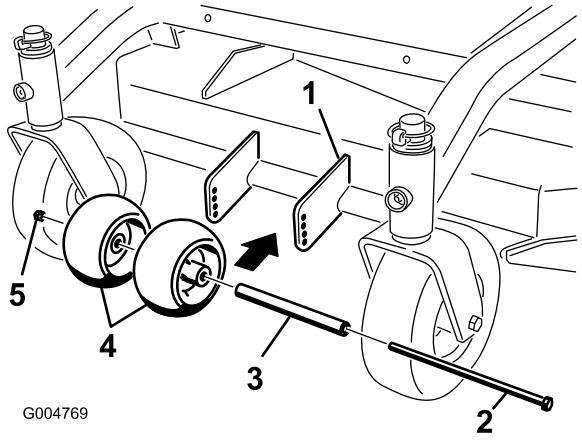

Figur 14
1. När du har justerat klipphöjden ska du kontrollera antiskalvalsarna så att avståndet till marken är minst 10 mm (Figur 14).
2. Ta bort skruv, brickor och mutter om justering krävs (Figur 14).
3. Välj ett hålläge där antiskalvalsarna är minst 10 mm från marken (Figur 14).
4. Sätt fast skruven och muttern (Figur 14).